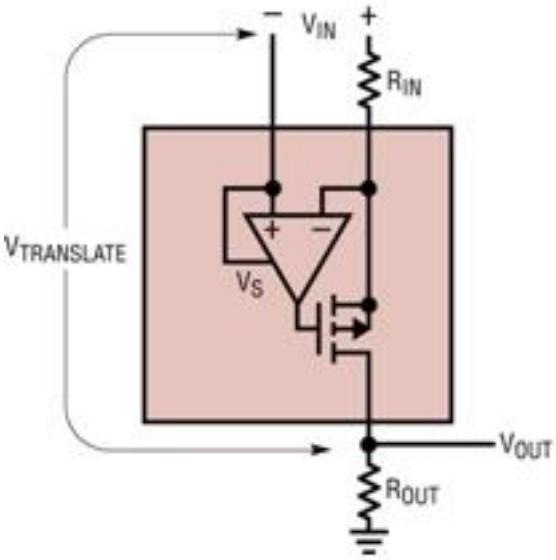

Figure 8: Voltage Translation
2. The minimum supply voltage (provided on +IN pin on Figure 8) is 4V and the maximum voltage that can be placed on the –IN pin is 70V, providing a full input translation voltage (VIN) up to 66V.